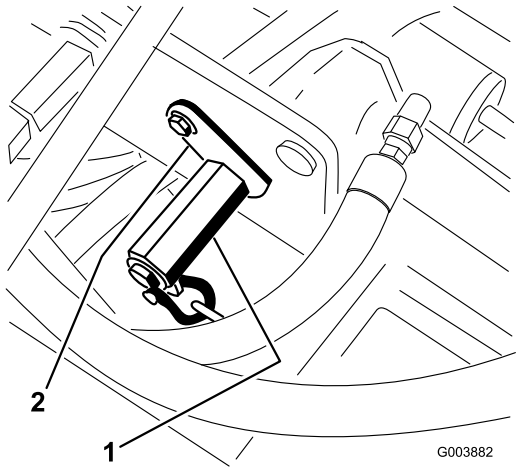

**Figuur 34**
3. Plaats een steeksleutel op de zeskantige as van de veerbeugel (Figuur 34).
4. Verwijder de tapbout en borgring waarmee de beugel is bevestigd (Figuur 34), terwijl u de zeskantige as draait om de spanning van de veer te halen.